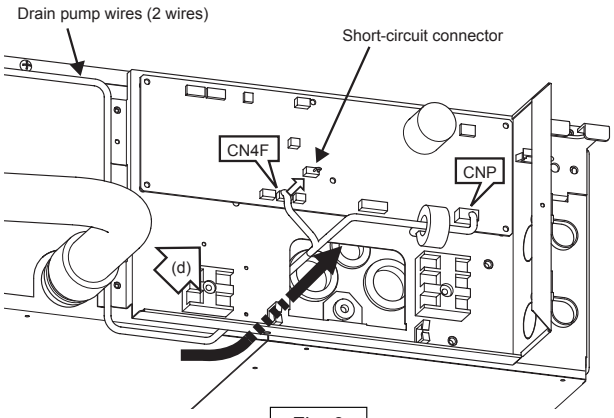

Fig. 8
(3) Remove the short-circuit connector from CN4F on the control board (white, 4P). (Fig. 8)
(4) Route the two drain pump wires behind the CONTROL BOX and into the CONTROL BOX.
Lift the CONTROL BOX in the direction of the arrow (d) to allow the wires through. (Fig. 8)
(6) Connect the drain pump wire (connector: blue, 3P) to CNP on the control board, and connect the float switch wire (white: 4P) to CN4F on the control board respectively. (Fig. 8)